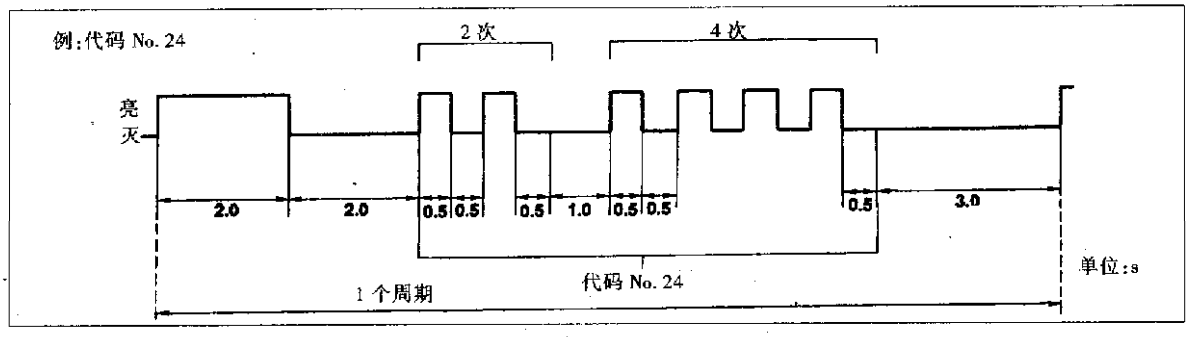

图 12－15－6
(2) 故障代码由前车内灯及前脚踏灯闪烁的次数来表示，如图 12－15－6 所示。